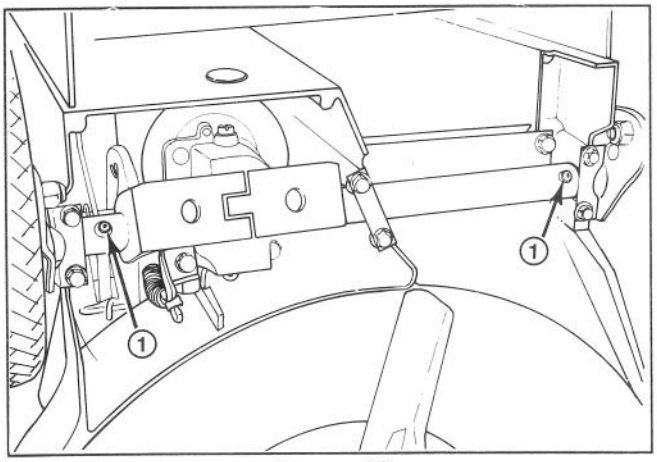

Figure 26
3. Set mower to highest height-of-cut setting (E).
4. Tip mower on its left side. Wipe grease fittings with clean rag (Fig. 26). Install grease gun onto fitting and gently apply two or three pumps of #2 Multi-Purpose Lithium Base Grease.